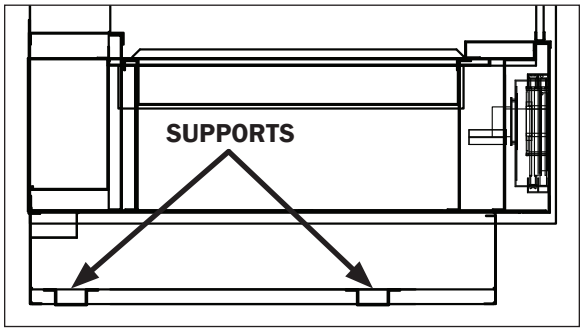

Fig. 1 Horizontal supports
4. Locate horizontal support positions along the chalk line (Fig. 1). Spot properly leveled shim packs at each support location.